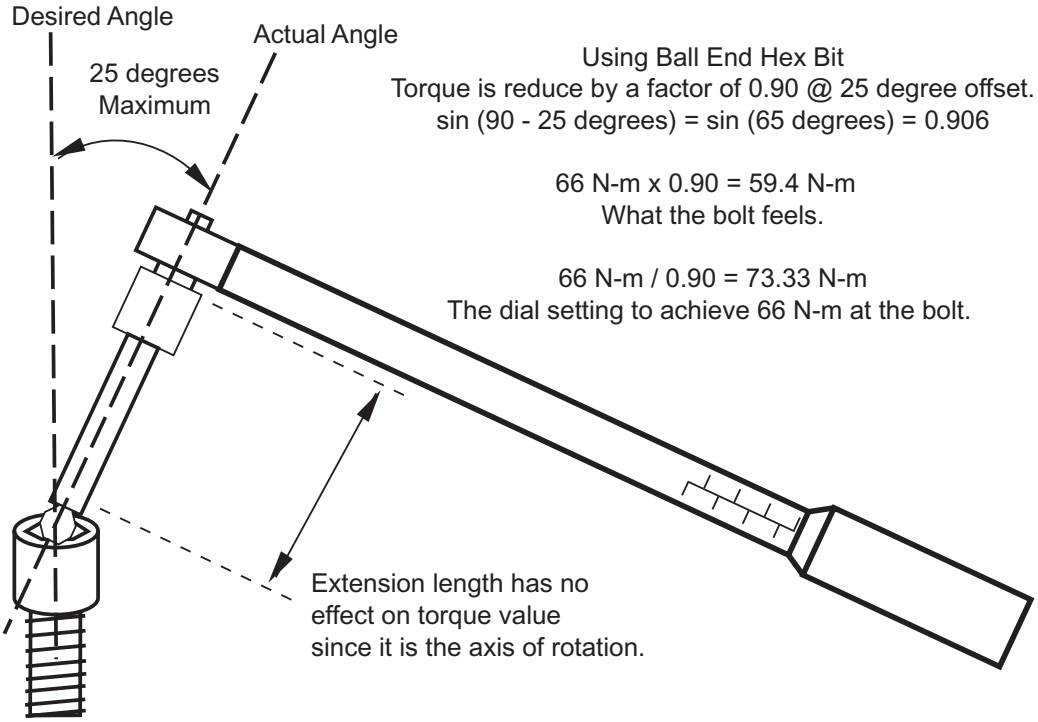

Figure A-3 Formula when not at 90 Degree to Axis of Rotation
a.) Figure A-3 illustrates the effects not being perpendicular.
Note: The length of a standard square drive extension has no effect on torque since it is along the axis of rotation. See Figure A-3.